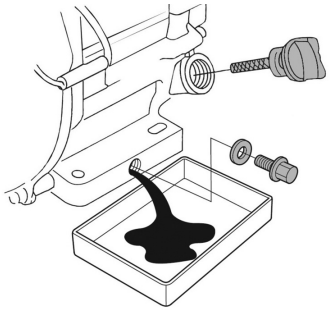

Рис. 18 Замена масла в двигателе
4. Очистите от загрязнений зону вокруг маслозаливной горловины. Извлеките крышку-щуп из маслозаливной горловины (Рис. 18) и протрите щуп чистой ветошью.
5. Открутите пробку для слива масла и слейте отработанное масло в подготовленную для этого емкость (Рис. 18).